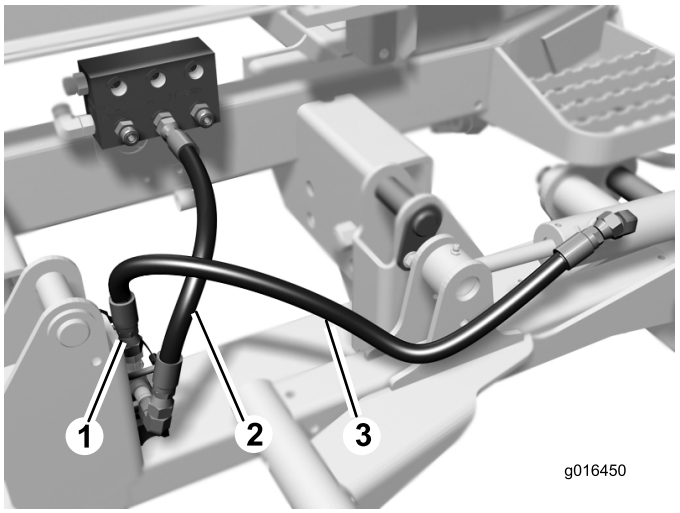

Figura 4
10. Encaminhe e instale a extremidade do tubo desligado do manípulo de junção na parte superior da união no manípulo de bloqueio da plataforma (Figura 4).
11. Encaminhe e instale o novo tubo no manípulo de junção e uniões do manípulo de bloqueio da plataforma (Figura 4).